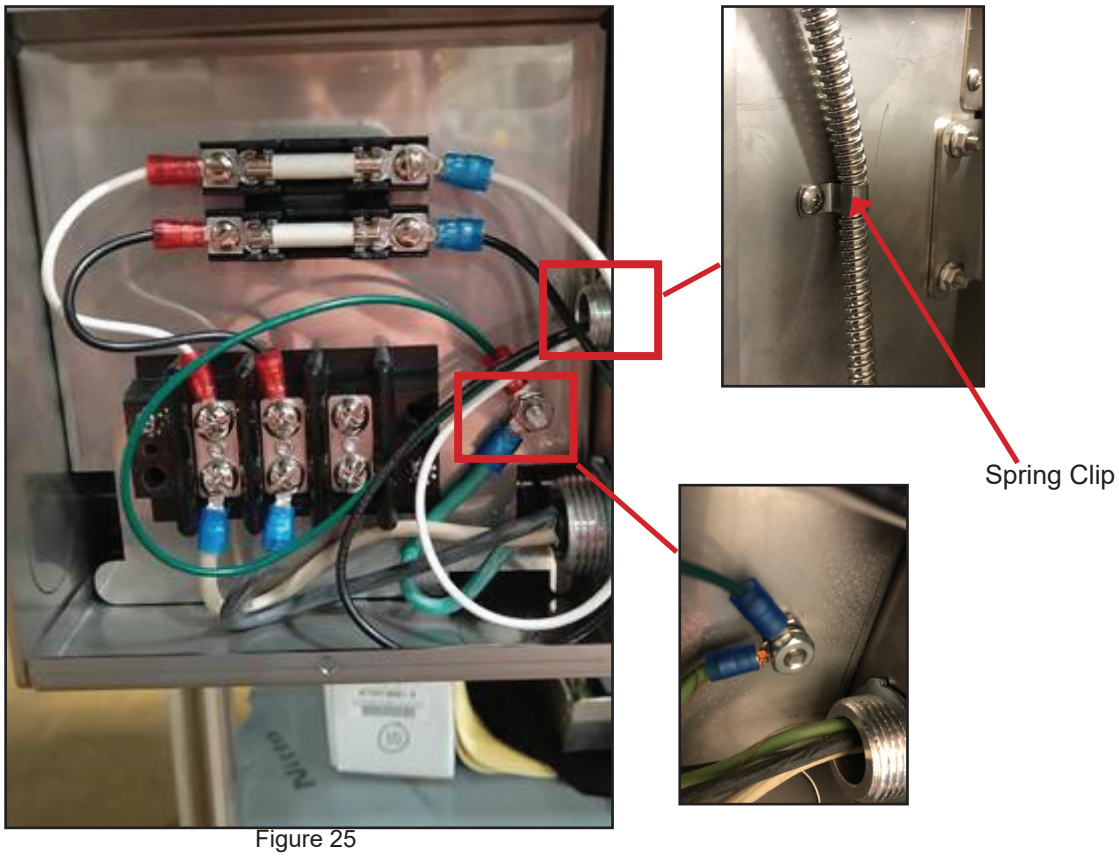

Figure 25
4. Connect arm power cord to upper side of terminal block (Figure 25). Wires on terminal block must color match. Black to black, white to white, green to ground.